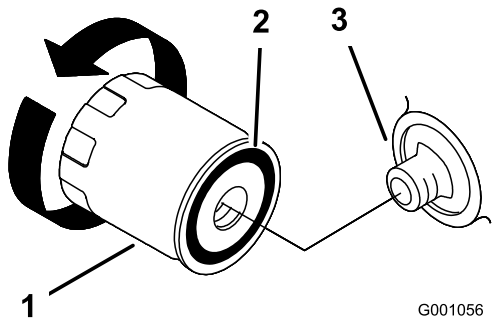

Rysunek 26
2. Wyjmij stary filtr i wytrzyj powierzchnię uszczelki adaptera filtra (Rysunek 26).
3. Pokryj gumową uszczelkę nowego filtra cienką warstwą świeżego oleju (Rysunek 26).
4. Zamontuj wymienny filtr oleju na adapterze filtra; dokręcaj filtr w prawo do momentu, aż gumowa uszczelka zetknie się z adapterem filtra, a następnie dokręć filtr o dodatkowe od 2/3 do 1 obrotu (Rysunek 26).